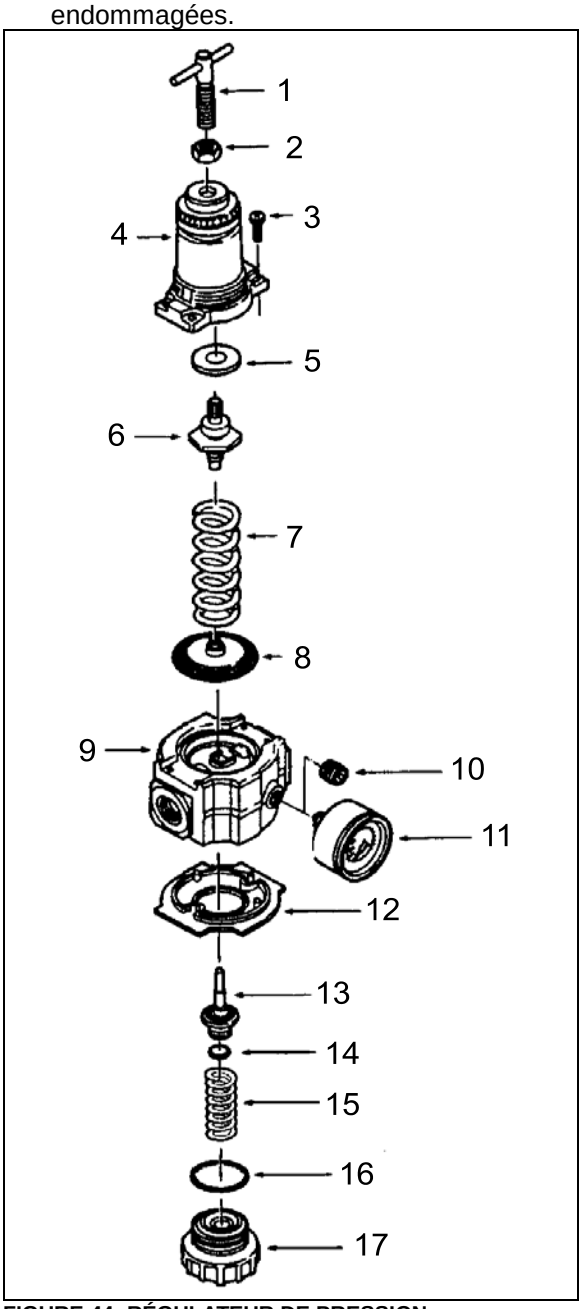

FIGURE 44: RÉGULATEUR DE PRESSION PNEUMATIQUE 16035
1. Avant de pressuriser le système à air comprimé, relâcher l'écrou de blocage (2, Figure 44) puis faire tourner dans le sens antihoraire la poignée de réglage du régulateur jusqu'à ce qu'il n'y ait plus de tension sur le ressort de régulation.
5. Serrer l'écrou de blocage (2,Figure 44) pour bloquer le régulateur à la pression requise.
1. Couper la pression d'admission et réduire à zéro la pression dans les conduites d'admission et de sortie. Faire tourner la poignée de réglage de régulateur (1, Figure 44) dans le sens antihoraire jusqu'à ce qu'il n'y ait plus de tension sur le ressort de régulation. Le régulateur peut être démonté sans enlever la conduite d'air.
1. Lubrifier les joints toriques (14 et 16, Figure 44), la tige de soupape (13), l'extrémité de la vis de réglage (1) et la circonférence extérieure ainsi que les deux côtés de la rondelle de butée (8) au moyen d'une fine couche de graisse pour joint torique de bonne qualité.